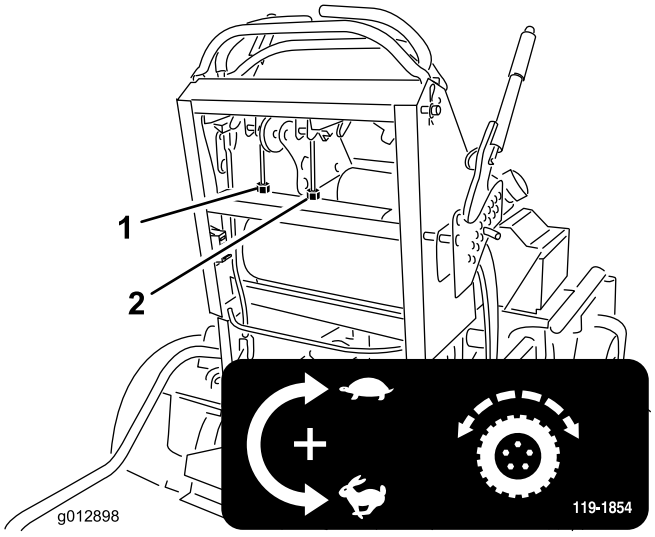

**Figur 56**
4. Roter højre kabeljustering for at sætte højre bevægelseshåndtag i midten af kontrolpanelets neutrale låseposition. Roter derefter højre kabeljustering i intervaller af kvarte omgange, indtil maskinen sporer lige (Figur 56).